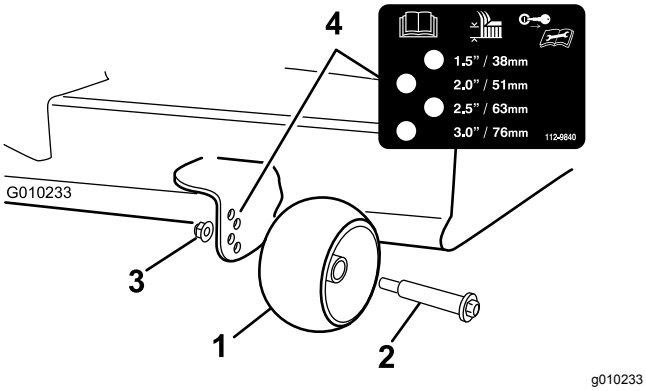

Figuur 19
3. Stel de antiscalpeerrollen (Figuur 19) in zodat deze zo goed mogelijk overeenkomen met de ingestelde maaihoogte.